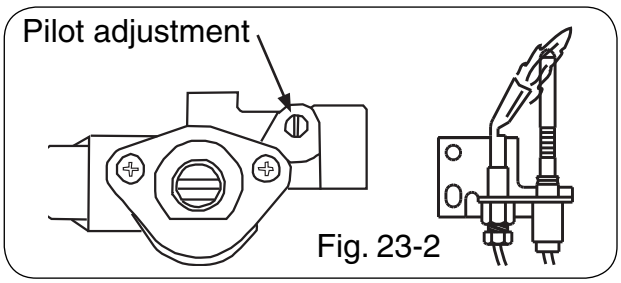

Fig. 23-2
1. Verify that the pilot is lit and burning properly (Fig. 23-2), then turn the burner control knob counterclockwise so **ON** is at the top. This opens the valve and allows gas to flow to the main burner once the ON/OFF switch is turned **ON**.
With the pilot burner lit and the control knob in the **PILOT** position (Fig. 23-2), use a narrow screwdriver and turn the pilot adjustment screw (located in the valve body) slowly clockwise to reduce the flame, or counterclockwise to increase the flame.